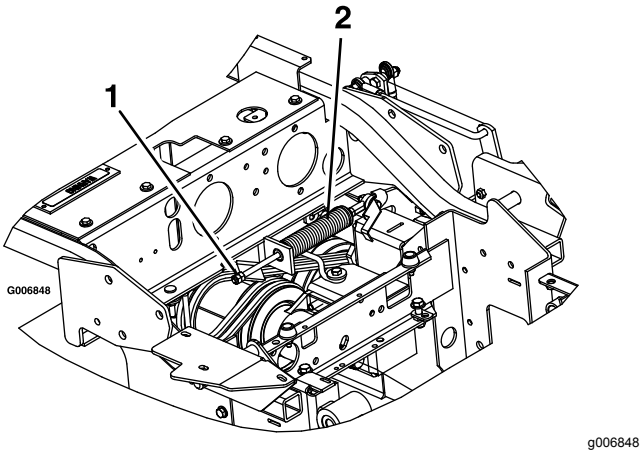

Figuur 68
3. Zoek de remveer en draai de 2 contramoeren naar het uiteinde van de remveerstang (Figuur 68).